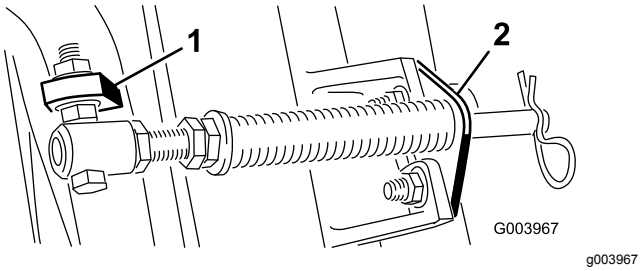

Figur 6
Merk: Still skruehodet på utsiden av tappen, som vist i Figur 6.
D. Monter de to stangbrakettene til klippeenhetstappene med låseskruene og mutterne (Figur 6).